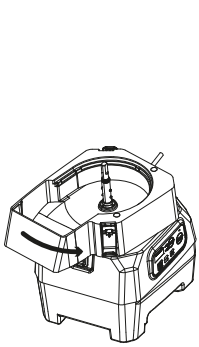
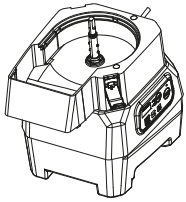

Fig. 1
Fig. 2
1) Al utilizar la función de corte de vegetales CF, coloque la carcasa central de la máquina sobre la base, como se muestra en la Fig. 1, y luego use la mano izquierda para golpear suavemente el soporte central en la dirección de la flecha indicada en la figura, para devolverlo a su posición original (como se muestra en la Fig. 2).